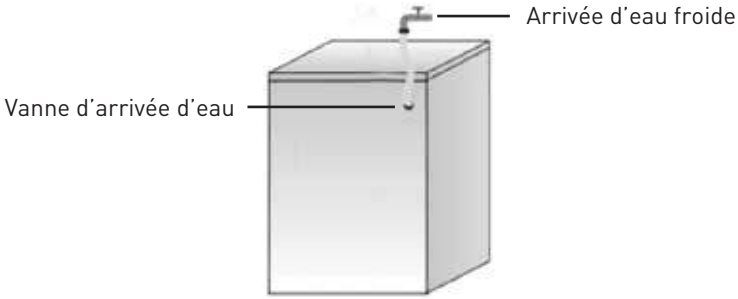

Fig. 1
• Raccordez le tuyau d'arrivée au robinet d'eau froide et à la vanne d'arrivée à l'arrière de la machine, comme sur la Fig. 1.